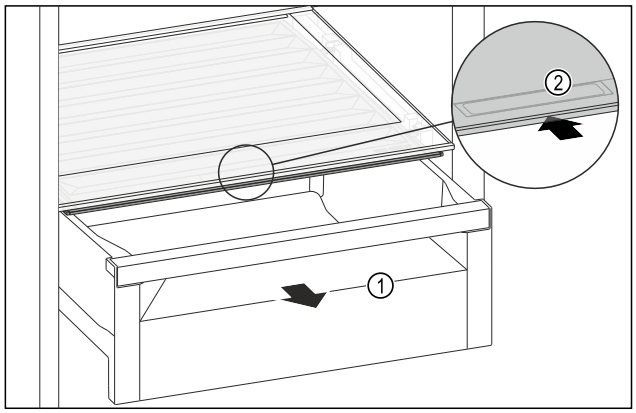

Fig. 67
▶ Extrageți sertarul *Fig. 67 (1)*.
▶ Prindeți mânerul încastrat *Fig. 67 (2)* de la capacul compartimentului și glisați concomitent capacul compartimentului spre partea posterioară.